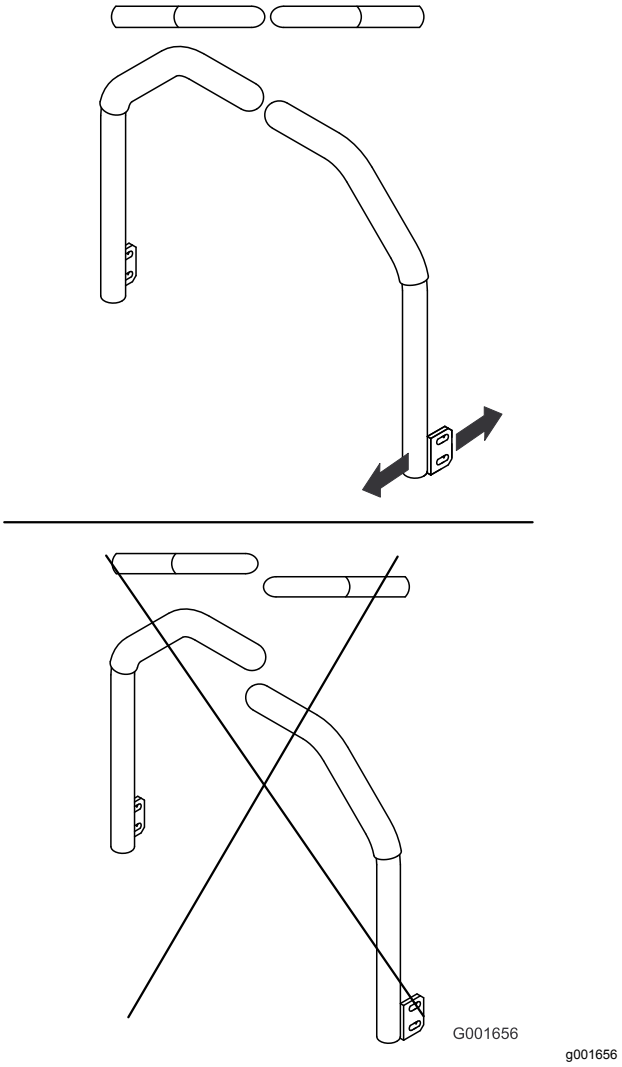

Rysunek 56
5. Wyreguluj dźwignie sterowania tak, aby były one wyrównane (), a następnie dokręć śruby, mocując dźwignie do trzpieni (Rysunek 56).